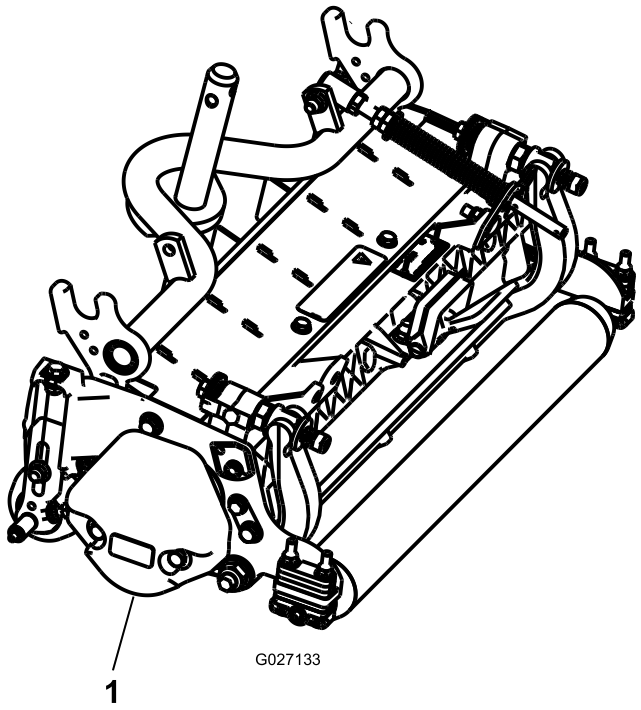

Figuur 4
3. Zorg ervoor dat het contragewicht (Figuur 4) wordt gemonteerd aan het juiste uiteinde van het maaidek volgens de instructies in de *Montage-instructies* van de contragewichtset.